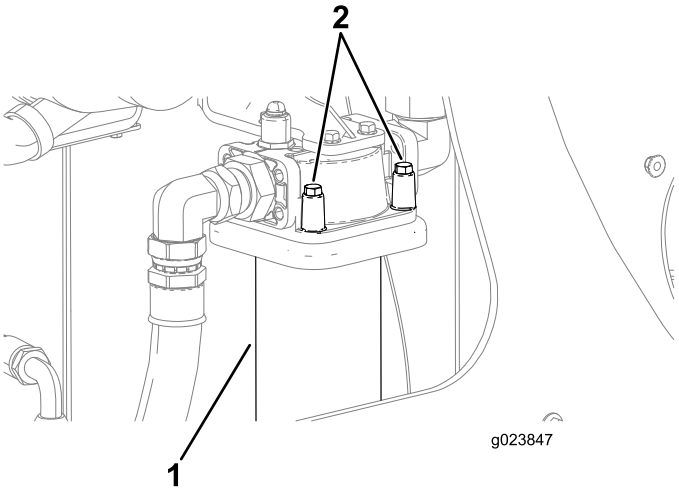

Rysunek 120
3. Umieść miskę spustową lub kilka szmatek pod filtrem ciśnieniowym (Rysunek 120).
4. Trzymając filtr powrotny jedną ręką od spodu, wykręć 4 śruby pokazane na Rysunek 120.
7. Przyłóż nowy filtr powrotny oleju hydraulicznego do jego miejsca zamocowania i wkręć 4 śruby (Rysunek 120).